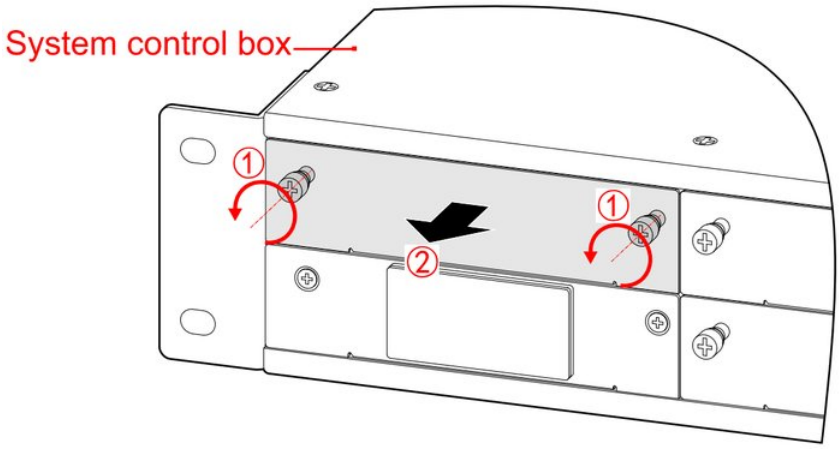

FIGURA 3-16 Rimozione della piastra della scheda contatti puliti
1. Svitare le viti e rimuovere la piastra della scheda contatti puliti dalla scatola di controllo del sistema, come mostrato nella Figura 3-16.